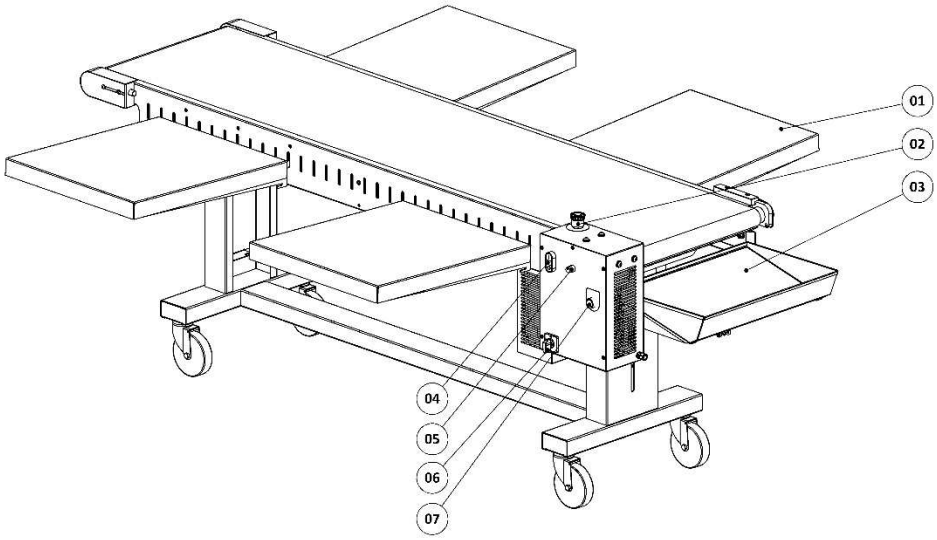

Figura 1
4. Utilize a chave controle de velocidade (item 5, figura 1) para ajustar velocidade de distribuição de acordo com a produtividade e/ou quantidade de operadores;